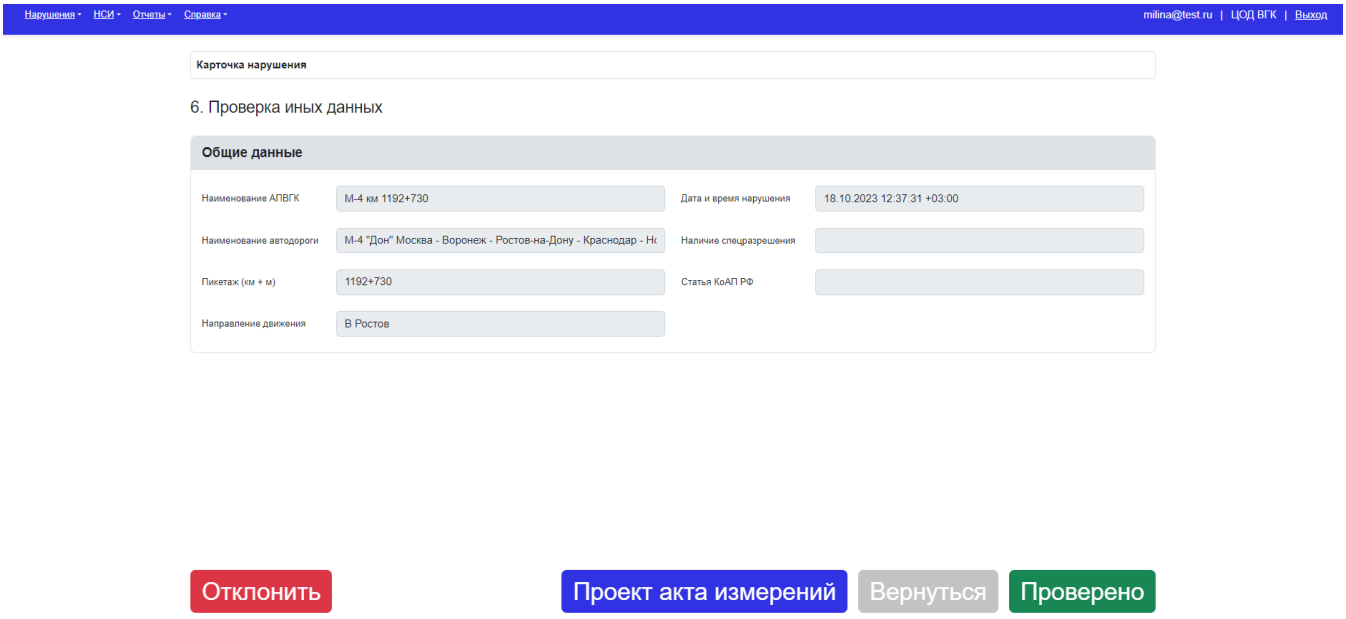

Рисунок 145 - Проверка иных данных. Заключительный шаг проверки нарушения
– Проверка иных данных (Рисунок 145).